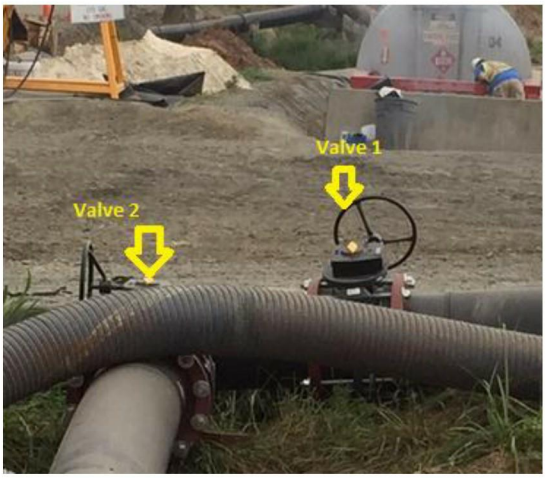

Figure 2
3. If the secondary pump stops operating the Night Pump Operator will open Valve 1 and then close Valve 2, see Figure 2 and 3.